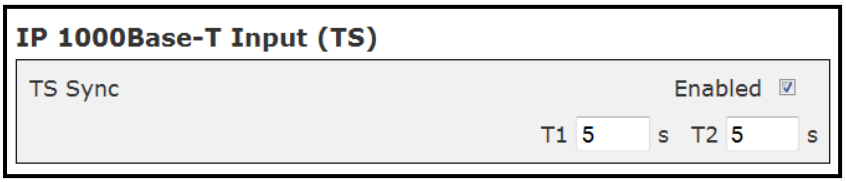

Fig. 29: Switching criteria for main and backup input source - IP 1000Base-T Input (TS)
⇒ The following menu for **IP 1000Base-T Input (TS)** appears (see Fig. 29):